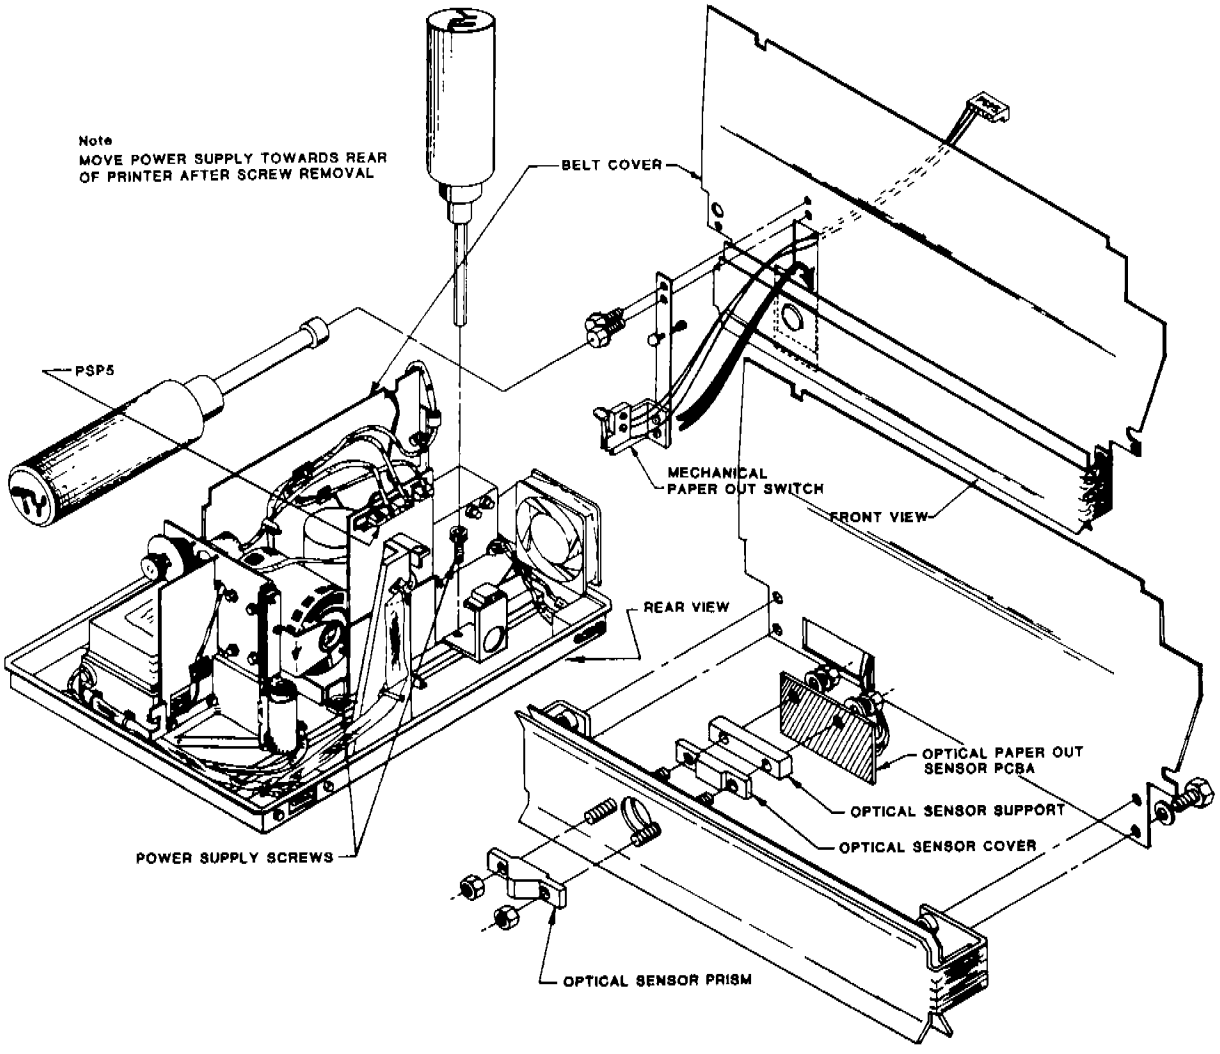

FIGURE 3-25.
3. Remove the two screws (see Figure 3-25) that hold the rear of the Power Supply Assembly to the printer base; then slide the Power Supply Assembly toward the rear of the printer, as far as possible.